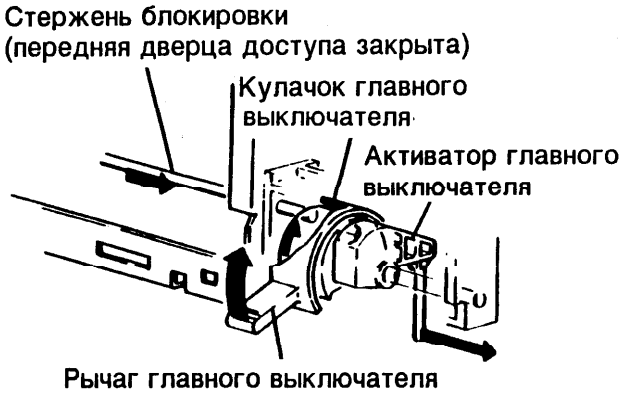

Рис. 2. Перемещение активатора
2. (Рис. 2): когда рычаг сетевого выключателя переведен вверх, поднимающаяся сторона кулачка перемещается над активатором. Когда передняя крышка для доступа закрыта, активатор перемещается в направлении задней рамы.